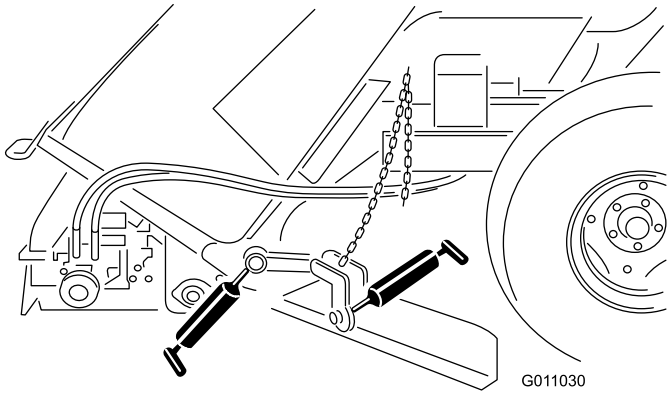

Figur 34
- Skårlægningskniv (Figur 34).
- Skårlægningsknivens nav (Figur 34).